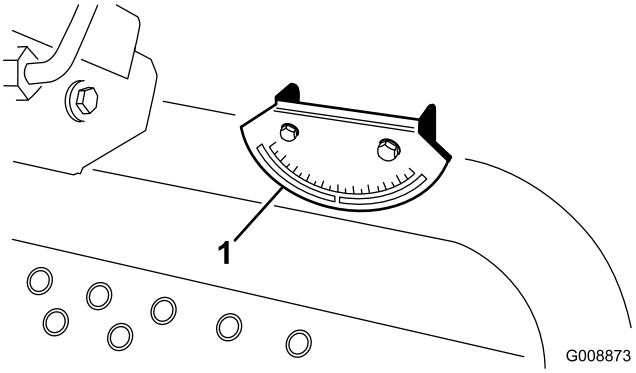

Figur 6
2. Kontroller at maskinen står på en jevn flate ved å plassere en håndholdt hellingsmåler (følger med maskinen) på rammens tverrspor, ved drivstofftanken (Figur 6). Hellingsmåleren bør vise 0 grader når den ses fra førerens posisjon.